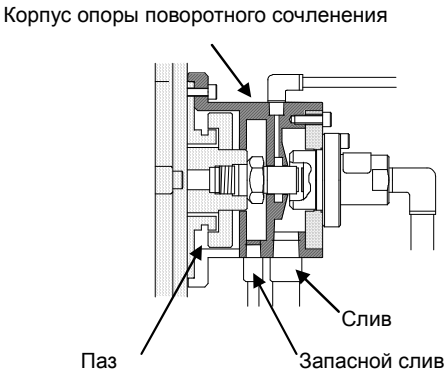

Рис. 2. Корпус опоры поворотного сочленения
- Проверьте отсутствие утечки СОЖ из стока на опорной раме поворотного сочленения. (См. рис. 2.)
- Проверьте отсутствие утечки СОЖ из паза на опорной раме поворотного сочленения. (См. рис. 2.)